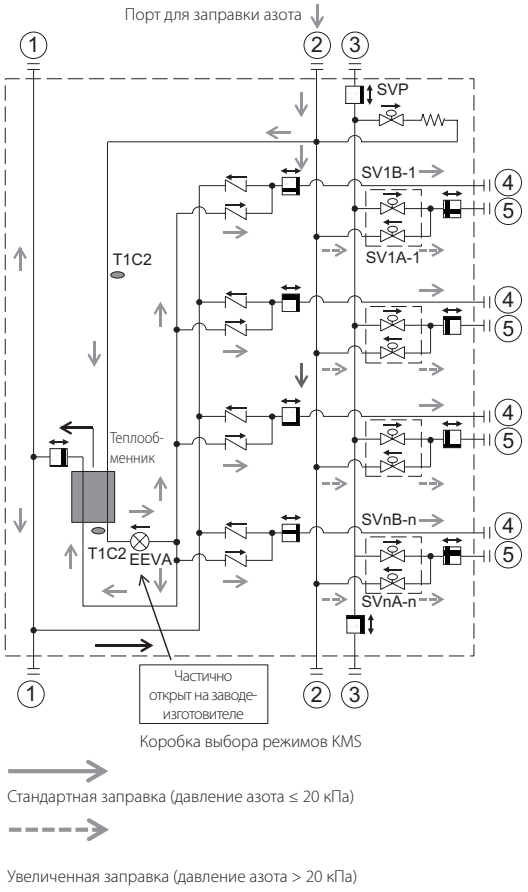

Рис. 5-15
a) При пайке порта ④ осуществляется нормальная заправка из порта ②, а при пайке порта ⑤ выполняется увеличенная заправка из порта 2 (> 20 кПа), как показано на рис. 5-15.
b) При пайке порта ① осуществляется нормальная заправка (≤ 20 кПа) из порта ②, а при пайке портов ② и ③ нормальная заправка выполняется из соответствующего запорного клапана наружного блока, как показано на рис. 5-15.